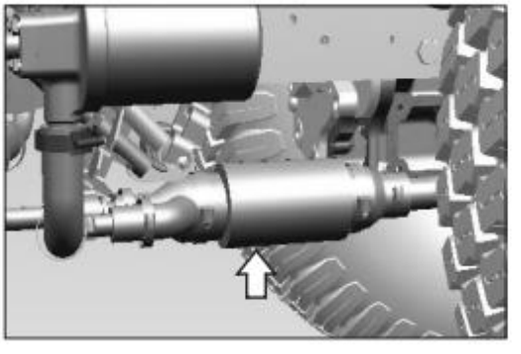

Fig. 5.17a
5.17 Rengøring af sugesi (fig. 5.17a)